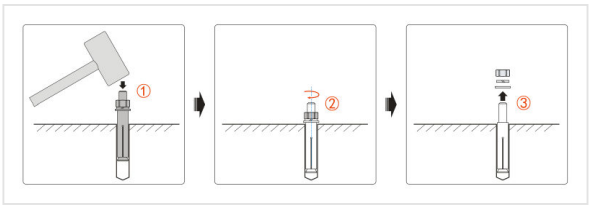

FIGURA 3-2 Montaggio di un tassello a espansione — foratura, inserimento della camicia, montaggio del bullone
3. Montate i tasselli a espansione (Figura 3-2): la camicia completamente nel foro, i bulloni 30–50 mm sopra il pavimento.